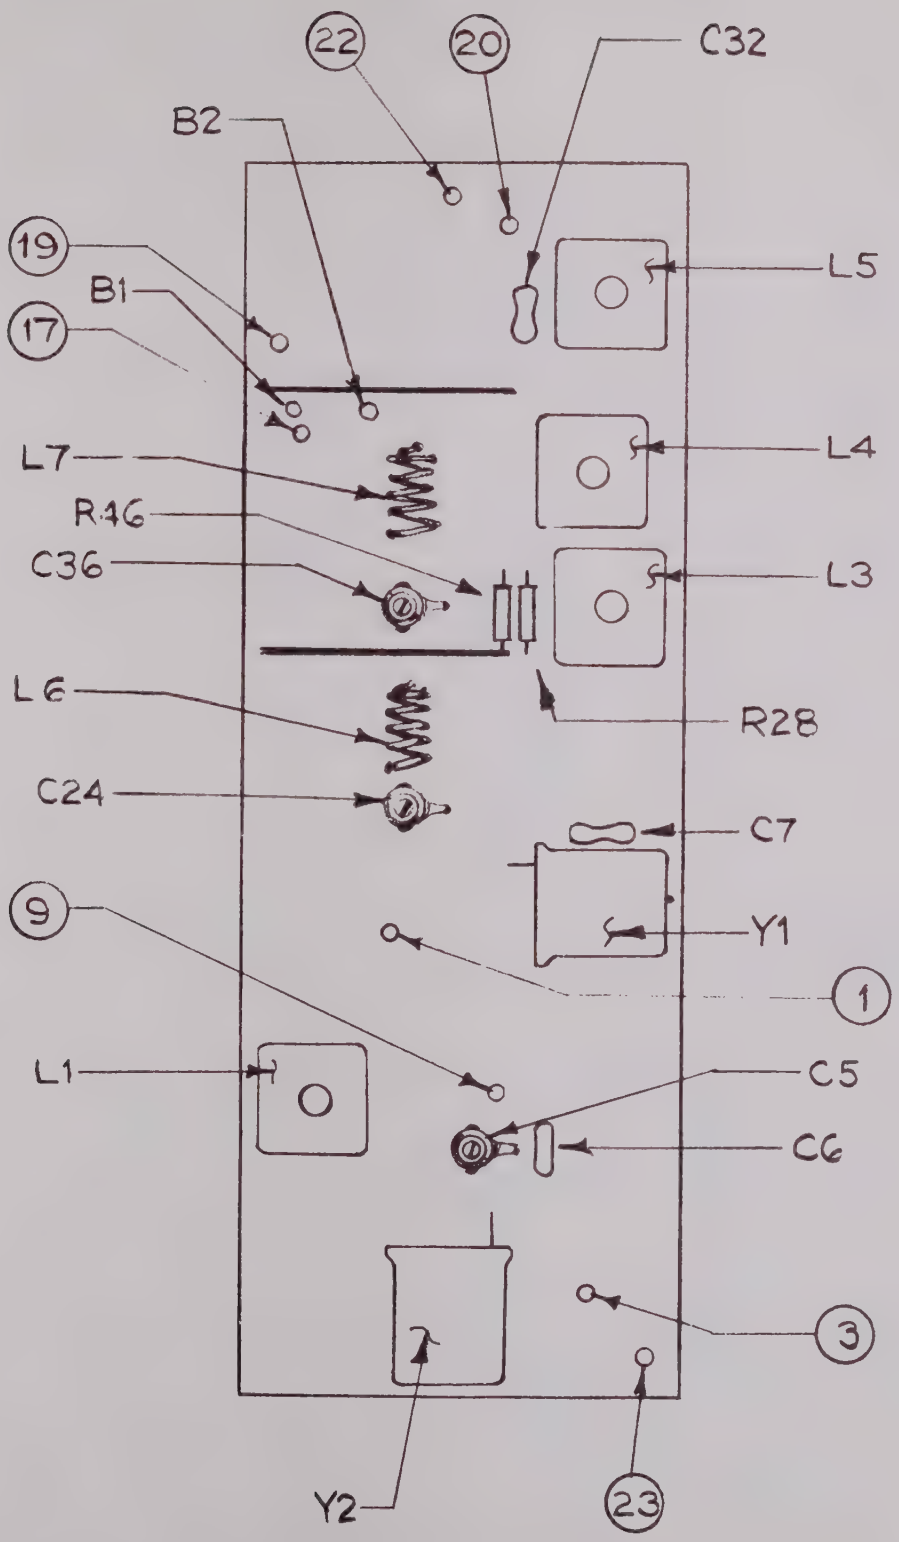

Figure 4-8. A21 Board, Location Diagram
4.5.9 BOARD A21 LOW FREQUENCY ADJUSTMENT (FIGURE 4-8).
4.5.19 BOARD A21 HIGH FREQUENCY ADJUSTMENT (FIGURE 4-8).